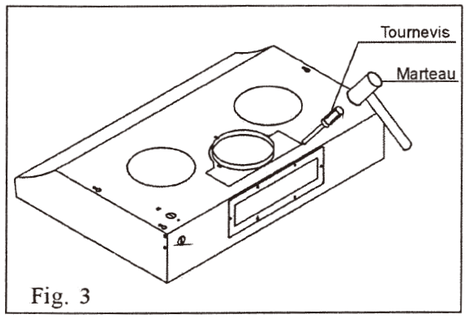
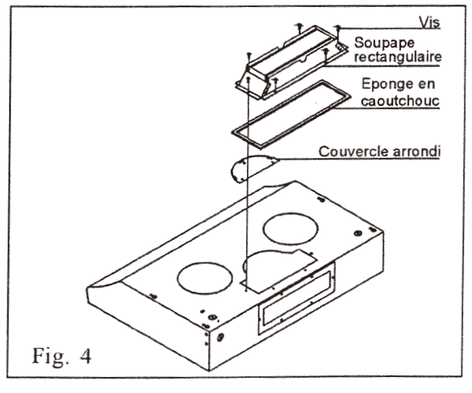

Fig. 3
Fig. 4
(1) Pour un aspirail rectangulaire au dessus, veuillez:
- (a) Frapper sur la plaque métallique plaque de soupape de forme rectangulaire de l'orifice de ventilation (au dessus) à l'aide d'un marteau et d'un tournevis plat.(Fig.3)
- (b) Y placer le couvercle arrondi et la soupape rectangulaire et les visser sur l'orifice de ventilation (au dessus) avec des vis de dimensions 5/16'' L x 5/32''D. (Fig.4)
(2) Pour un aspirail rectangulaire, veuillez:
- (a) Frapper sur la plaque métallique de forme rectangulaire de l'aspirail avec un marteau et un tournevis plat. (Fig.3)